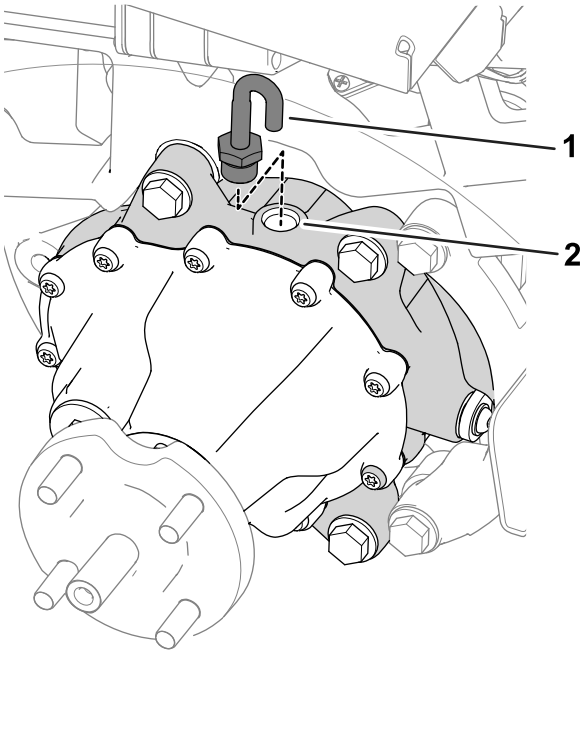

Figur 67
7. Ta bort luftningsslangen och nippeln från växellådans ovansida (Figur 67).
9. Montera luftningsslangen och nippeln i påfyllningsöppningen (Figur 67).